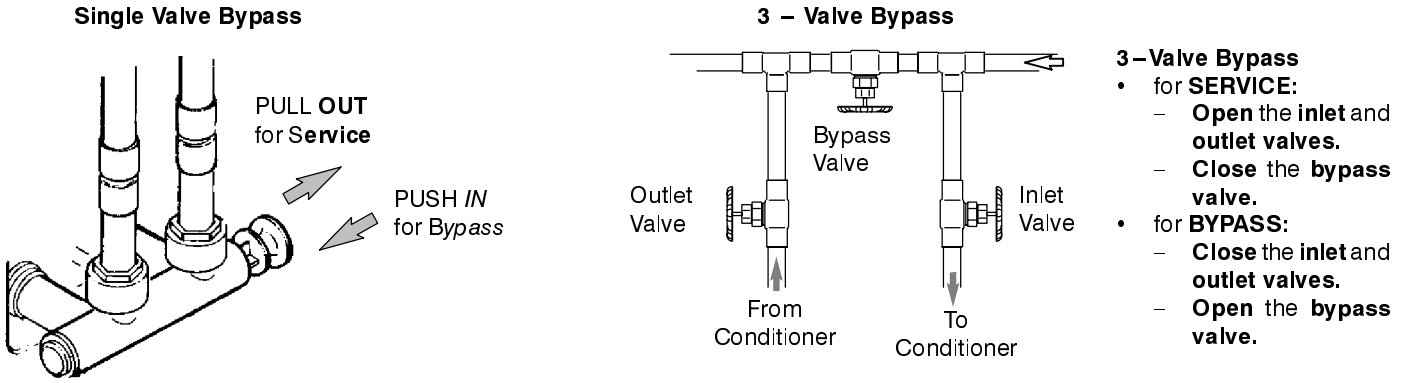

Figure 10
2. Place the bypass valve(s) in "bypass" position. See Figure 10.